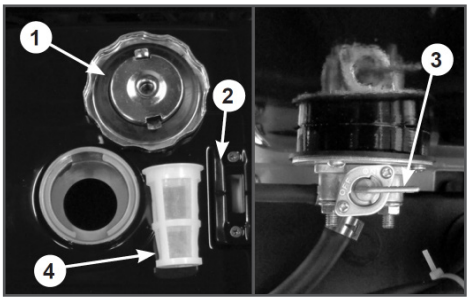

Рис. 10 Основные элементы топливного бака
После заправки топливного бака убедитесь в том, что крышка заливной горловины закрыта должным образом. Основные элементы топливного бака показаны на Рис. 10.
3. Переведите рычаг топливного крана (Рис.10 п.3) в вертикальное положение (открыто).